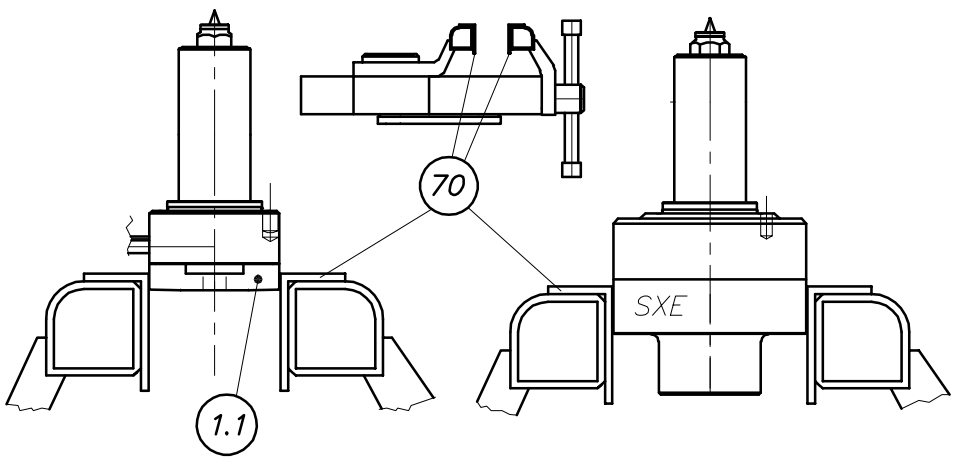

Figure 74: (z352-03) Clamping of a deinstalled HPS III nozzle in a vice
The nozzle must always be clamped at the pressure tube (pos. 1.1). A HPS III-SXE single tip is clamped at the nozzle body (see Fig. 74).
1. To carry out a nozzle tip exchange while the nozzle is installed inside the mould deinstall the contour plate (pos. 56) in cold condition. For a nozzle tip exchange outside the mould clamp the nozzle in a vice (see Fig. 74) and connect it to a controller.
2. Heat up nozzle (pos. 1) to 220 °C (428 °F).
3. Unscrew the nozzle tip (pos. 1.9) from the pressure tube (pos. 1.1) by using a ring wrench (see Chapter 5.3.1, "Tools and operating materials").